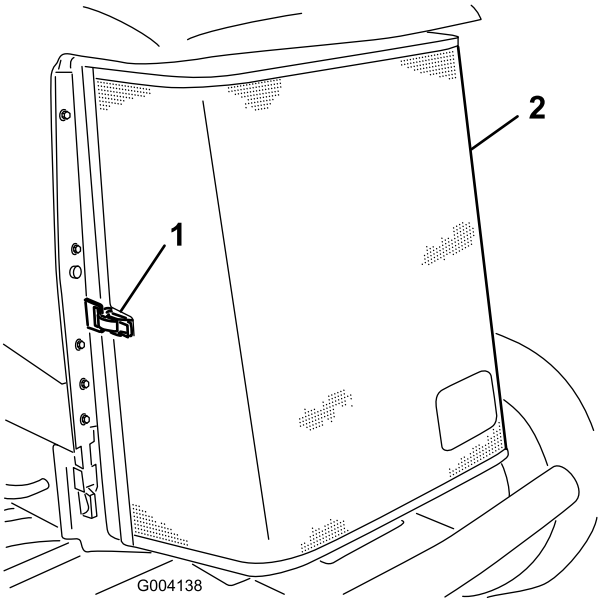

Figur 63
3. Lås opp klemmen og sving bakre skjerm åpen (Figur 63).